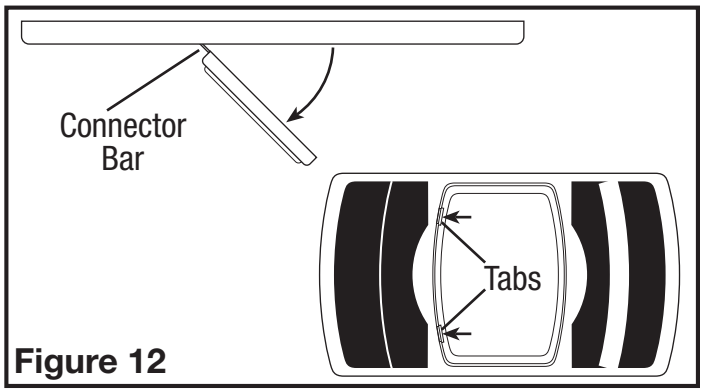

Figure 12
2. Remove grill from carton and open light lens area by pushing in on the two tabs of the light lens and pulling outward from lens. The lens will swing open on the connector bars. DO NOT remove the lens from the grill **(Figure 12).**
6. Close the light lens and secure in place by swinging back into position and snapping the tabs in place **(Figure 12).**
3. **Changing the Light Bulb:** Disconnect power to the unit. Open light lens by pushing in on the two tabs of light lens and pulling outward from lens. The lens will swing open on the connector bars. DO NOT remove the lens from the grill **(Figure 12)**.